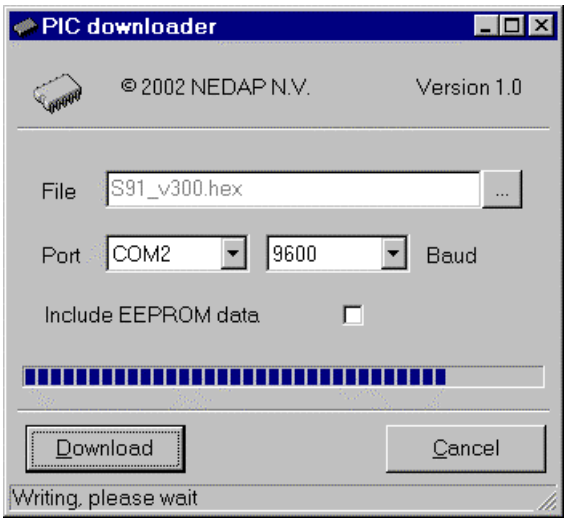

Figure 5: PIC downloader in progress
5. If the TRANS-IT® is properly connected and PIC downloader is setup correctly the firmware is downloaded. The window should look like shown in Figure 5.